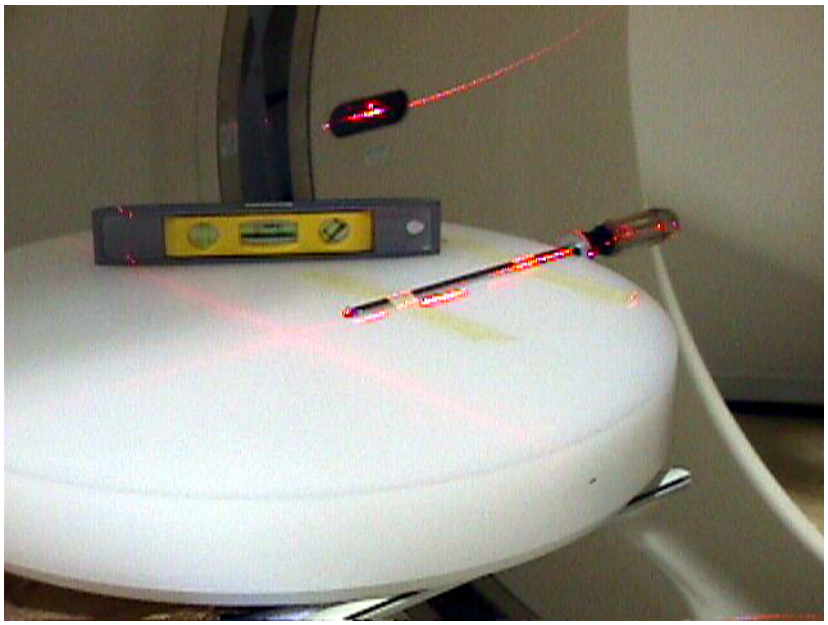

Figure 8-26 Internal and External Laser Alignment Jig Setup
5.) Assemble washer and screwdriver and secure to phantom as shown in Figure 8-26.